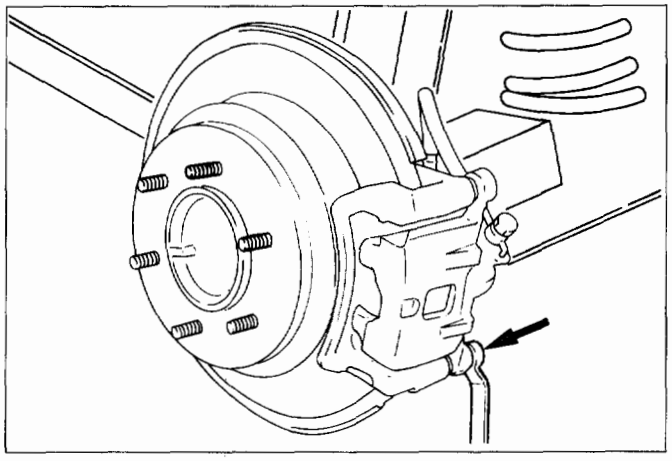

Fig. 5A2-30
2. **Lock bolt (Fig. 5A2-30)**